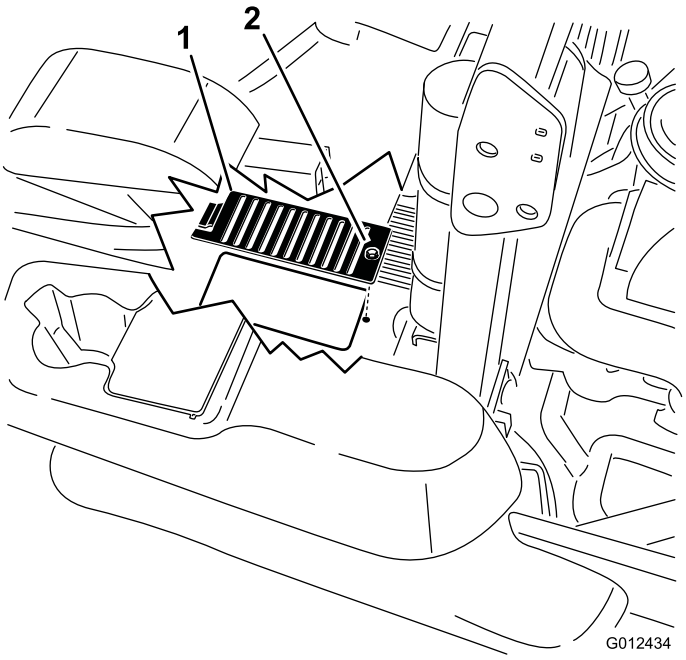

Figur 71
6. Ta bort skyddet och dess skruv ovanför varje oljesticka. Rengör runt varje oljesticka och hydraulenhet (Figur 71).